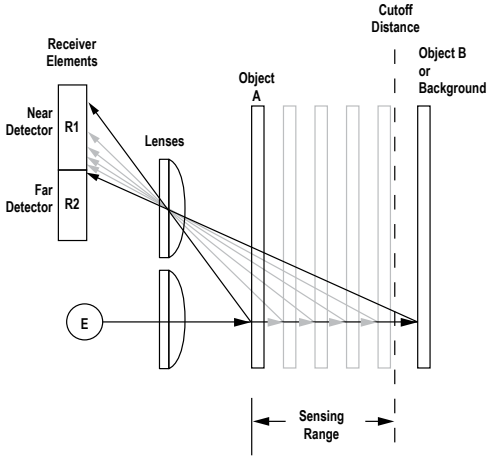

Figure 2. Adustable field sensing concept
The sensor compares the reflections of its emitted light beam (E) from an object back to the sensor's two differently-aimed detectors R1 and R2 (see *Figure 2* on page 2). If the near detector (R1) light signal is stronger than the far detector (R2) light signal (see object A, closer than the cutoff distance), the sensor responds to the object. If the far detector (R2) light signal is stronger than the near detector (R1) light signal (see object B, object beyond the cutoff distance), the sensor ignores the object.